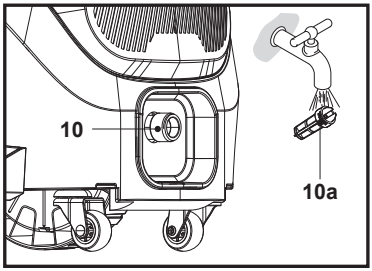

Rys. 24
2. Wyjąć filtr (10a) z przyłącza wlotu wody (10) i opłukać go pod bieżącą wodą, aby usunąć wszelkie ciała obce (rys. 24). Następnie ponownie zamontować filtr (10a).